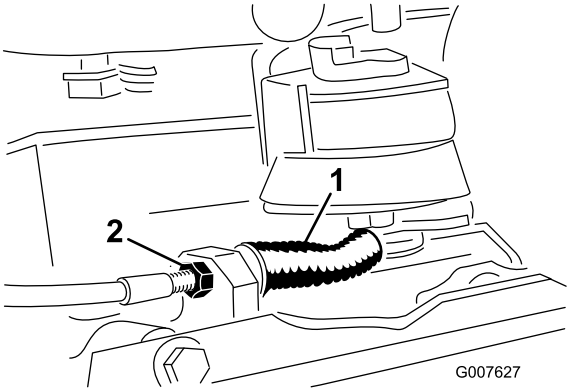

Figura 37
- Para diminuir a tensão do cabo, desaperte a porca frontal do cabo e aperte a porca traseira (Figura 37). Repita os passos 1 e 2 e reajuste, se necessário.
- Para aumentar a tensão do cabo, aperte a porca frontal do cabo e desaperte a porca traseira (Figura 37). Repita os passos 1 e 2 e reajuste, se necessário.